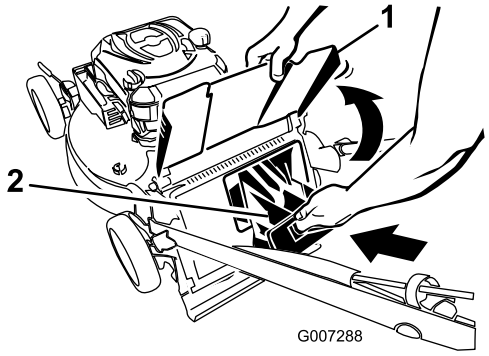

Figur 24
4. Monter bagudblæsningsdækslet (Figur 24).